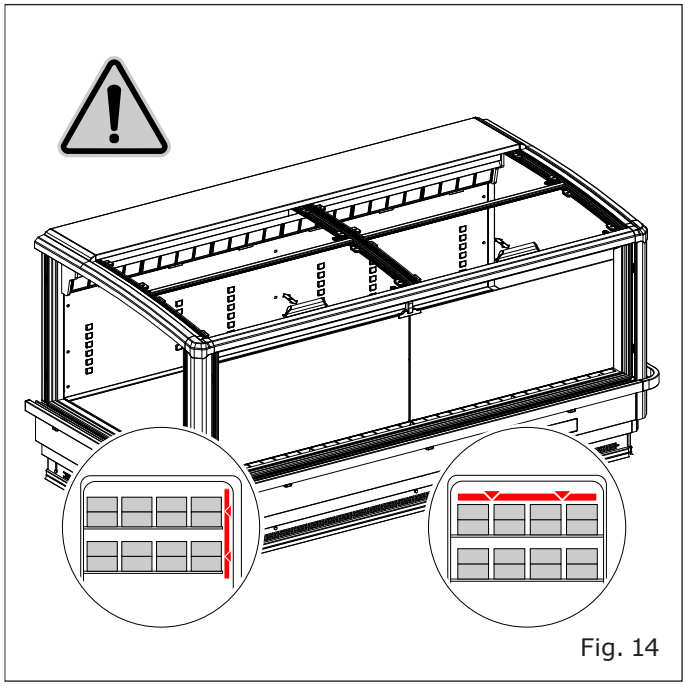

Fig. 14
- A mercadoria não ultrapasse a linha de carga ("Fig. 14").